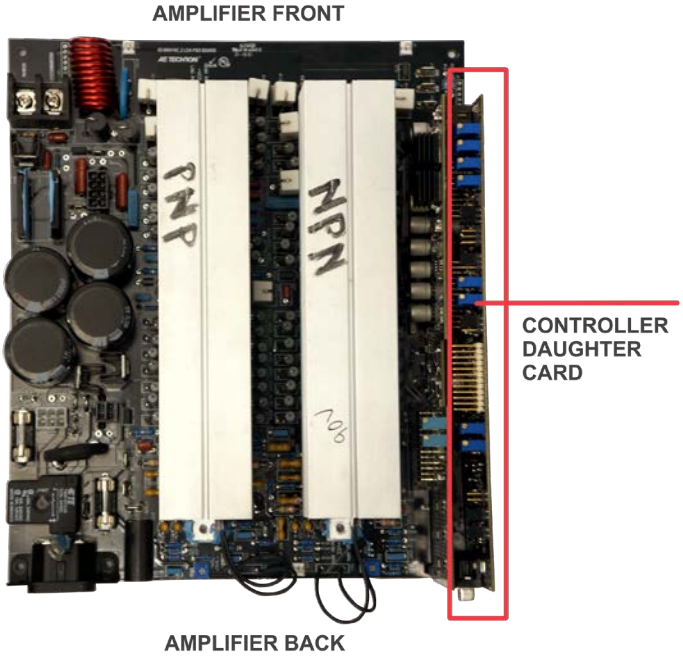

Figure 5.2 – 7114 Controller Board Location
1. Locate the 7100 Controller card as shown in **Figure 5.2.**